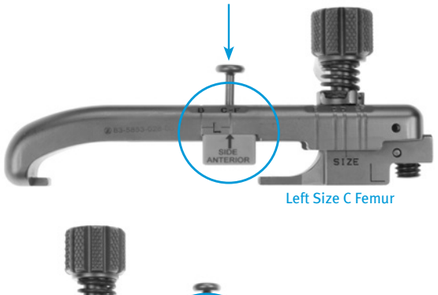

Fig. 150
- Adjust the orientation of the tension pad on the Condylar Trephine Guide by pressing the capture button so that the tension pad is disengaged and slide the capture button so that it is in the hole that corresponds to the size of the femoral component **(Fig. 150)**.